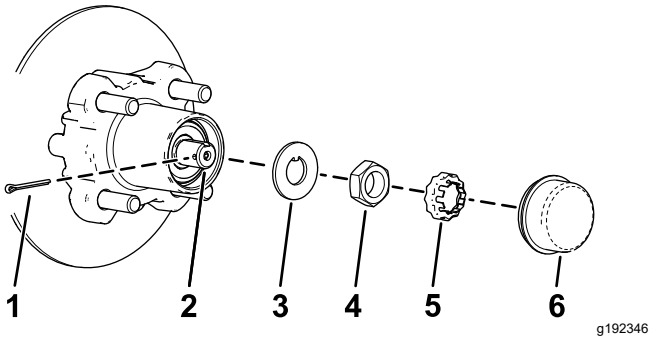
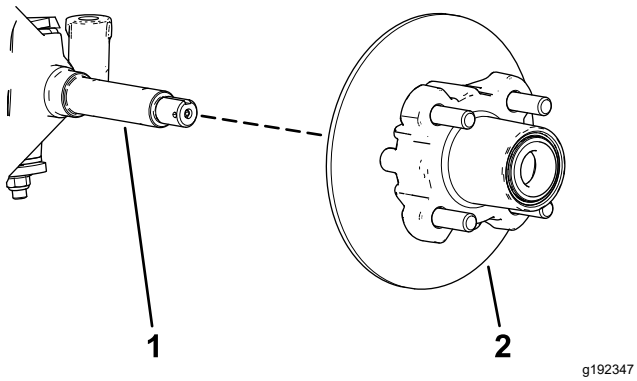

Bild 33
Bild 34
4. Nehmen Sie den Staubdeckel von der Radnabe ab (Bild 33).
5. Nehmen Sie den Splint und die Mutterbefestigung von der Spindel und der Spindelmutter ab (Bild 33).
6. Nehmen Sie die Spindelmutter von der Spindel ab und trennen die Radnabe und den Drehzylinder von der Spindel ab (Bild 33 und Bild 34).